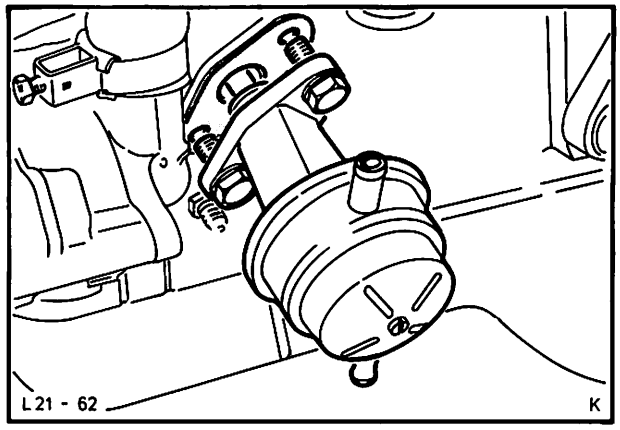

Abb. 125 Kraftstoffpumpe montieren
59. Kraftstoffpumpenstößel in die Bohrung schieben und Kraftstoffpumpe, Abb. 125, montieren.